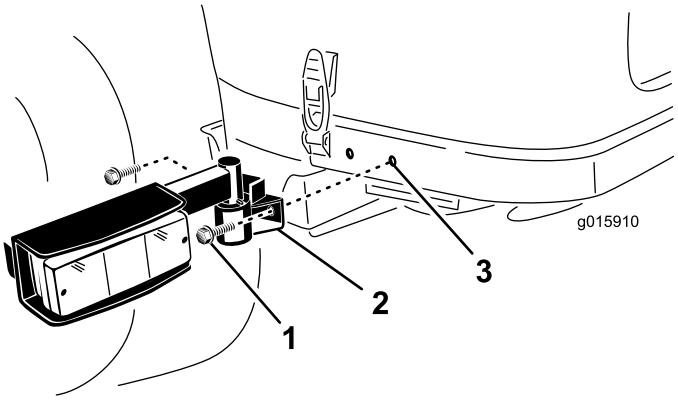

Figura 8
1. Usando los taladros de montaje situados detrás de los cierres del capó, monte un conjunto de luz en cada lado del bastidor trasero con 2 tornillos con arandela prensada de 3/8 x 3/4 pulgada (Figura 8). Si no hay taladros de montaje en el bastidor trasero, continúe con el paso siguiente